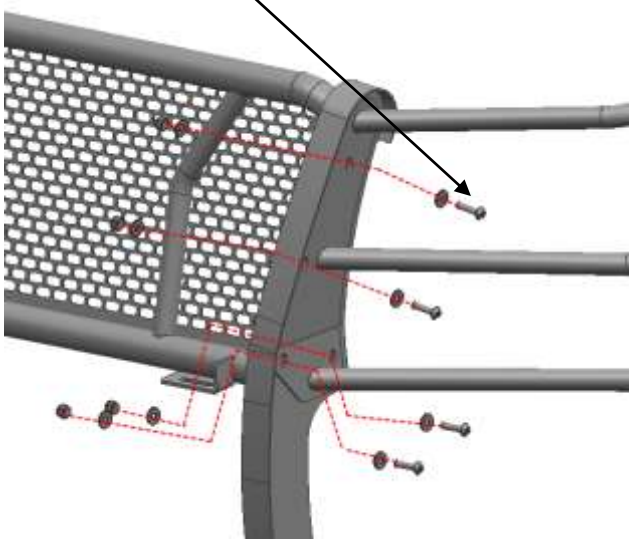

Fig 19) Attach Left Side Upright to Grille Guard Main Body
10. Select the Driver/Left Brush Guard and Driver/Left Side Upright, **(Figure 19)**. Attach the Driver/Left Brush Guard and Driver/Left Side Upright to the outside of the Grille Guard Main Body with the included (4) 10-1.5mm x 40mm Button Head Bolts , (8) 10mm x 24mm x 2.2mm Flat Washers and (4) 10-1.5mm Nylon Lock Nuts. Fully tighten hardware. Repeat this Step to attach the Passenger/Right Brush Guard.